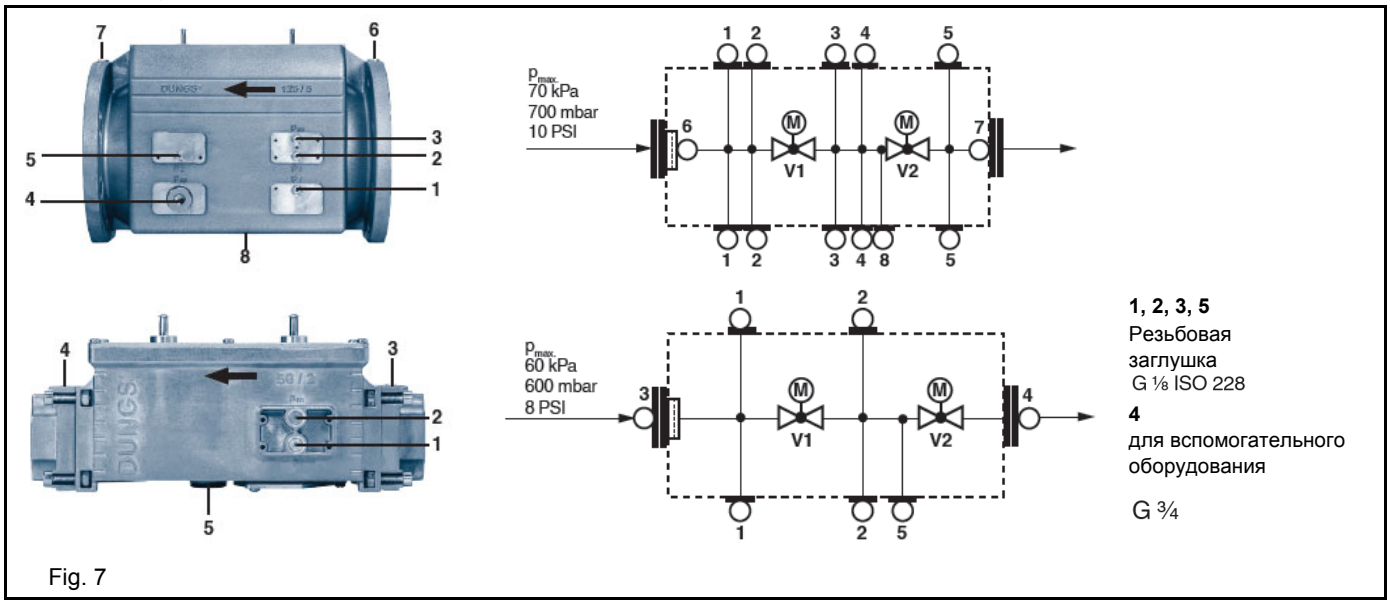

Fig. 7
4. VD можно монтировать, развернув на 180°, рис. 7.